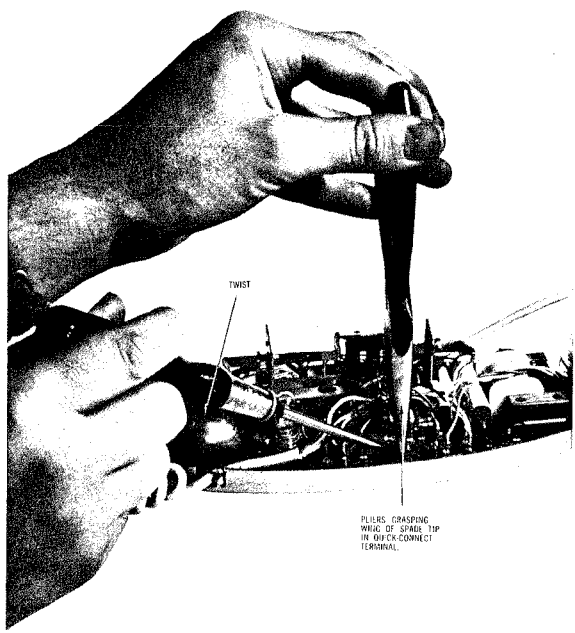
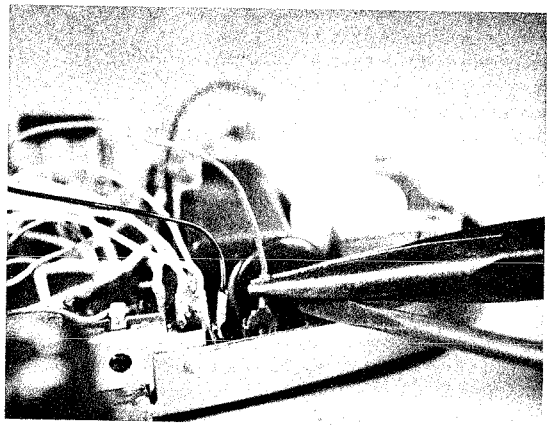
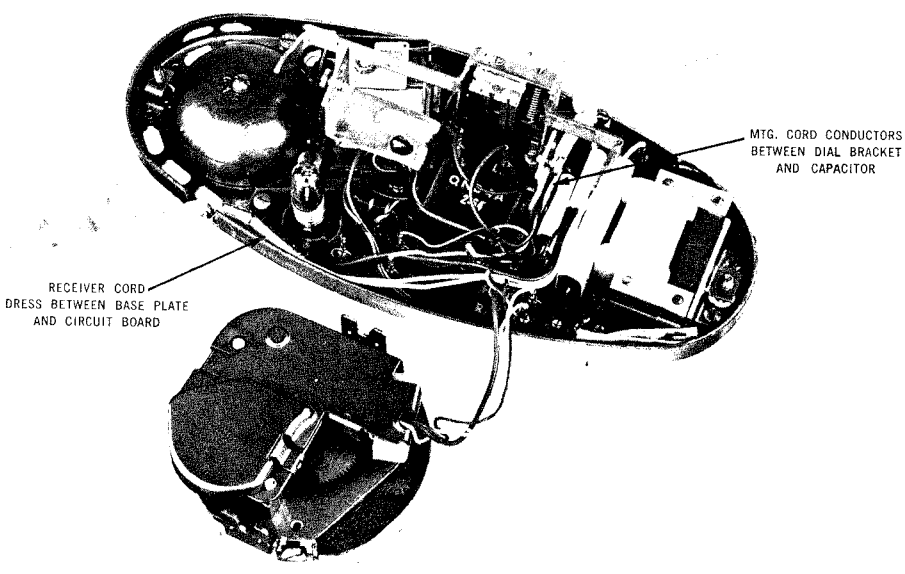

Fig. 10 — Method for Removing Spade Tips from a 702BQ1A Telephone Equipped With Quick-Connect Terminals
Fig. 11 — Method of removing Spade Tip from a 702BQ1A equipped with latest Quick-Connect Terminals
Fig. 12 — Telephone — Location of Set Cording
3.02 When inserting or removing spade tips from quick-connect terminals of the 702 type telephone, long-nose pliers must be used. On the early design of clip, the cross slot type, always grasp the spade tip by the wing. ***To remove*** the spade tip grasp the wing of the spade with the pliers held vertically. Insert the tip of the C or D type screwdriver under the tip of the longnose pliers and twist screwdriver so as to lever the pliers upward. ***To insert*** the spade tip, place it loosely in the quick-connect terminal. Then press it firmly into place with one tip of the pliers on each wing of spade tip. (See Fig. 10) On the later design, dual clip type, ***to remove*** the spade tip, grasp the spade tip by the shank with long-nose pliers. Use the blade of a screwdriver as a fulcrum to lift the end of the pliers and spade tip clear of the clip. (See Fig. 11) ***To insert*** spade tip, place it easily in place with the long-nose pliers. Care must be taken to dress all set wiring so as to prevent it from interfering with the switch assembly or dial mechanism. (See Fig. 12)
4.04 The 702 type telephone uses a quick-connect terminal into which the cord conductor spade tips are inserted. Whenever the telephone set housing is removed for maintenance, the tightness of these connections should be checked. If found to be loose, the terminal slot may be forced closed by using longnose pliers. When inserting or removing spade tips from quick-connect terminals, longnose pliers must be used. For detailed instructions, see para. 3.02 and Fig. 10 & 11.